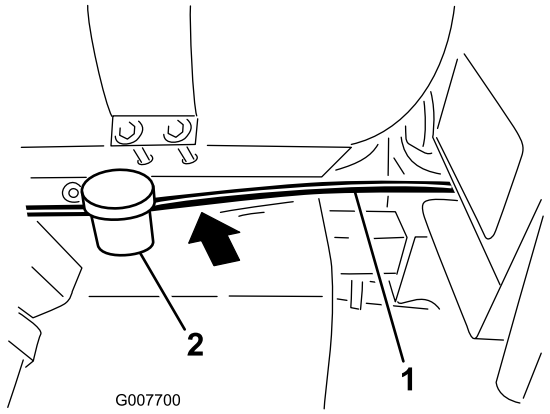

Figura 10
2. Enrute la manguera hacia adelante desde el soporte del marcador de espuma, por debajo del depósito de productos químicos y por detrás del depósito de combustible, junto al cableado existente hasta la zona situada debajo del asiento (Figura 10).